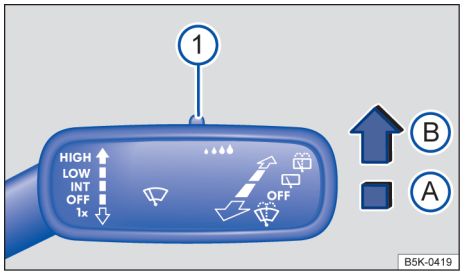

图 68 转向柱右侧：风窗刮水器操纵杆
将刮水器操纵杆拨至所需位置 →图 68：
雨量/光线传感器的灵敏度可通过风窗刮水器操纵杆上的开关 →图 68 ① 手动调节 →⚠。